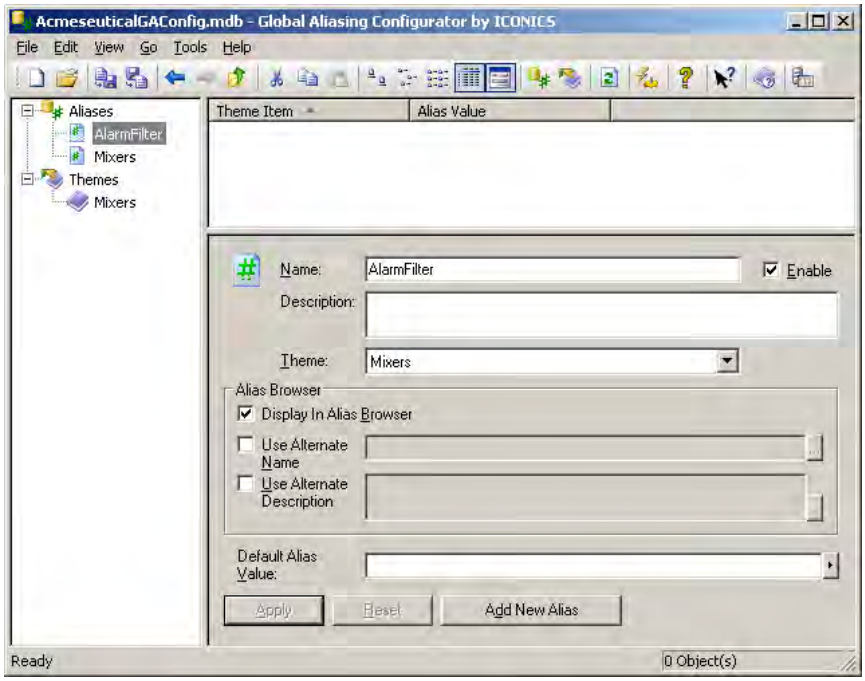

Figure L13.5 - New Alarm Filter Alias
3. In the Theme **dropdown** list, choose "**Mixers**" as depicted in Figure L13.5.